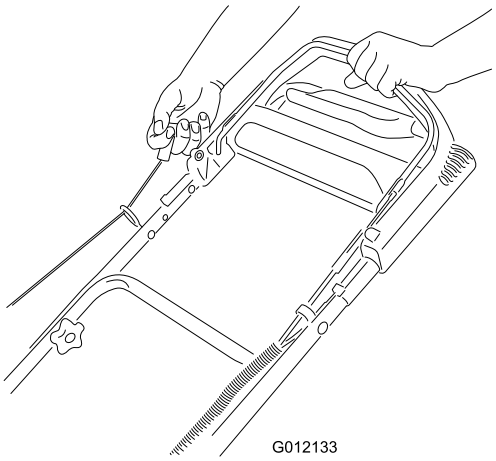

Figuur 13
3. Trek aan de handgreep van het startkoord (Figuur 13).